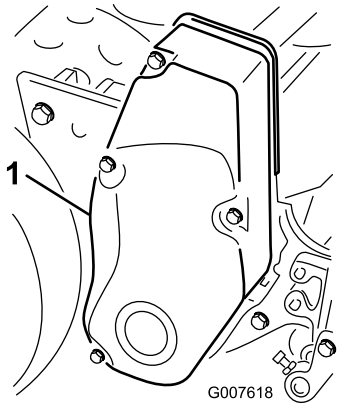

Figur 34
1. Fjern monteringsskruen på remdekslet og deretter remdekslet for å få tilgang til remmen (Figur 34).